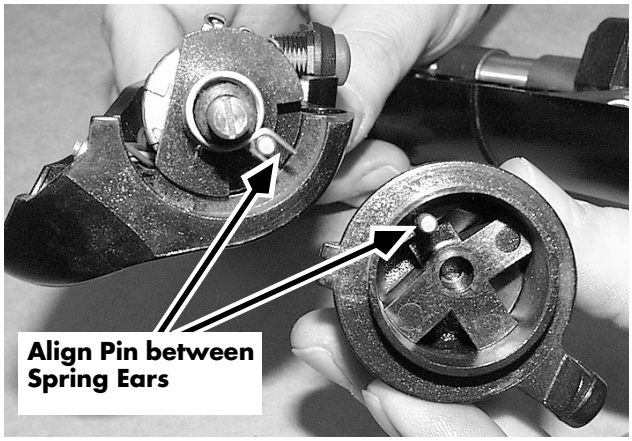

Figure 7-55: Lift/Lower Knob and Potentiometer (DS/DT/DZ)
8. Install the five (5) remaining Allen head screws in the handle. Torque all Allen head screws to 15 to 20 in. lbs. (1.7 to 2.25 Nm).
10. Install the lift/lower knob. The pin on the knob must fit between the ears of the potentiometer return spring. See Figure 7-55.